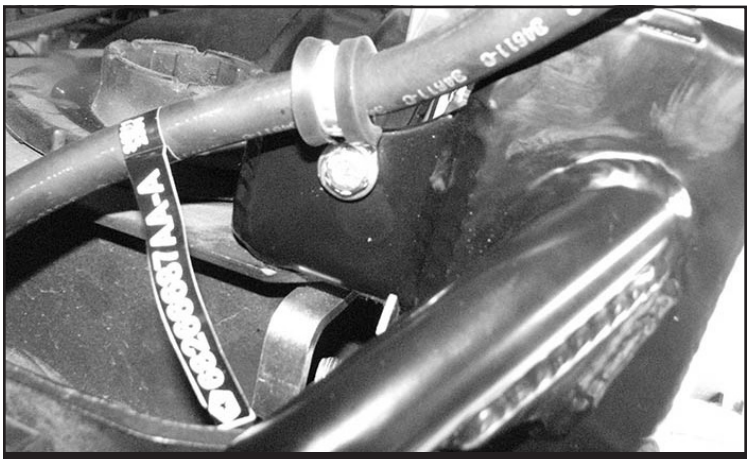

FIGURE 74 - STEP 66
66. Locate the supplied ¼”-20x 1” bolt, nut, washers and FTCLAMP-LB10 rubber cushioned clamp and install on the rear axle breather tube, mounting it to the hole provided on the new track bar bracket. Torque to 14 ft-lbs. **SEE FIGURE 74**